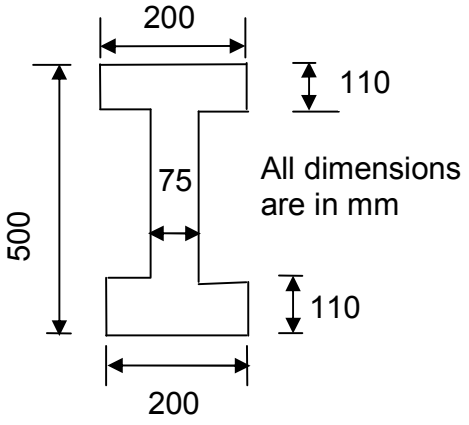

Fig. 1 Q-4(a) OR
- Cross section of precast prestressed I girders : As per fig.1